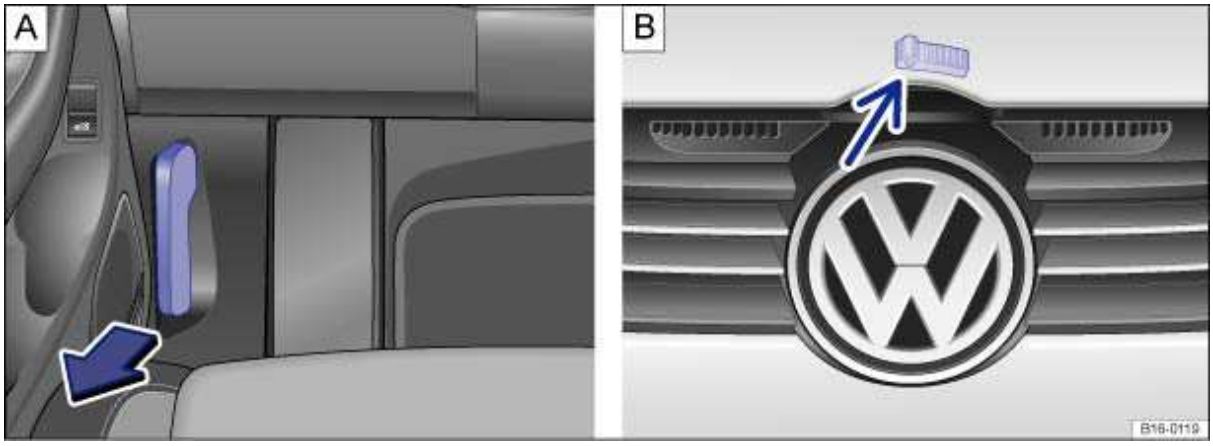

Fig. 130 A: In the footwell on the driver side: Inside engine hood release lever. B: Above the radiator grille: Outside engine hood release.
- Open the driver door and pull the inside hood release lever in the direction of the arrow ⇒ fig. 130 **A**. The engine hood is released from its latch by a spring ⇒⚠.